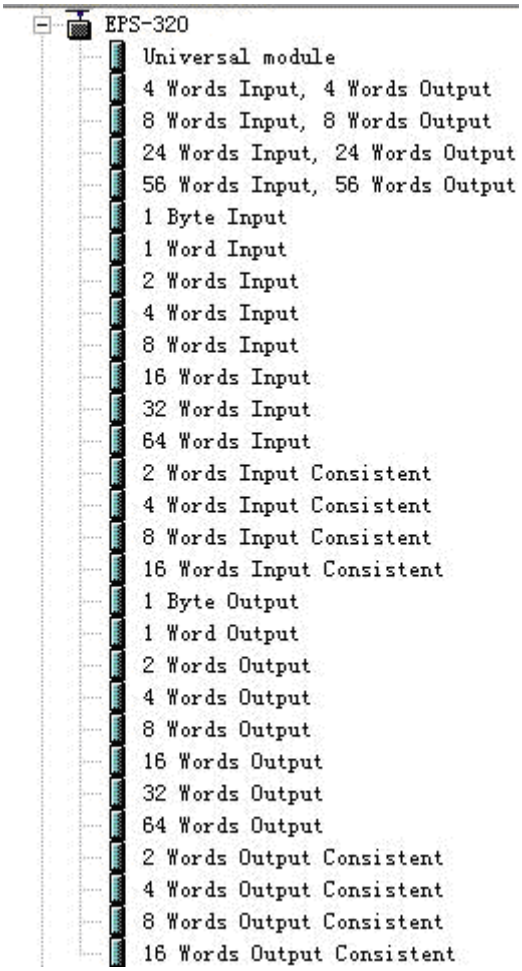

图 6
6. 您可以在这里找到您注册的设备，右侧窗口/Profibus DP/Additional Field Devices/Converter/EPS-320IP/，如图 6 所示